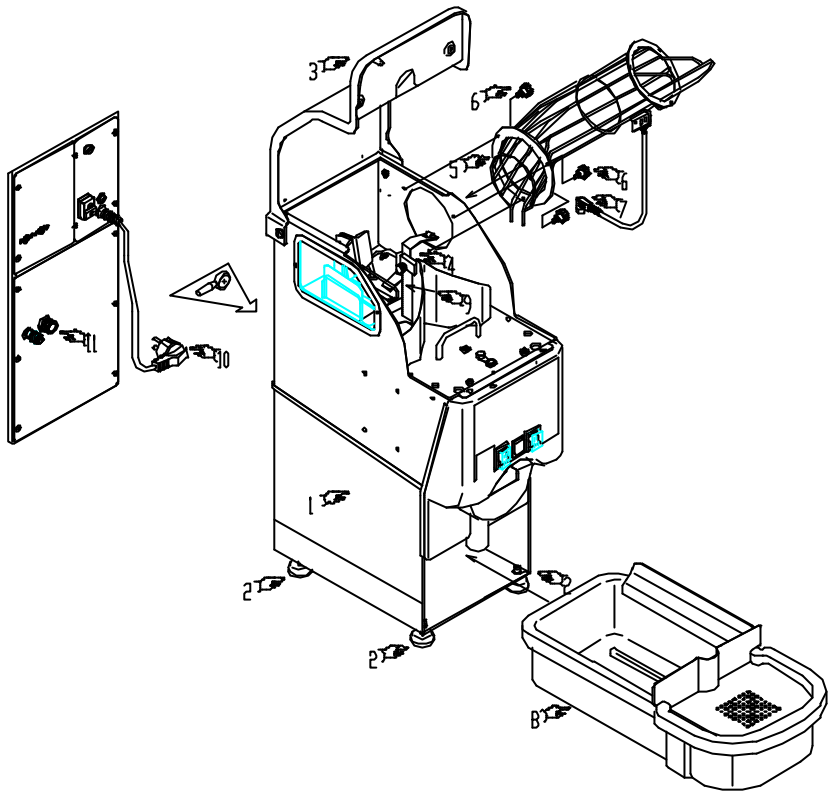

FIG. 4.2
- posizionare la spremiagrumi OR M5 *countertop (Pos.1 Fig.4.2)* sul banco di lavoro ed agire sui piedi regolabili *(Pos.2 Fig.4.2)* fino ad ottenere la perfetta messa in bolla;
- agire sulle chiusure a farfalla *(Pos.3 Fig.4.2)* per sganciare il coperchio superiore e sollevarlo;
- sollevare la leva che fuoriesce dalla macchina *(Pos.4 Fig.4.2)* ed inserirla nell'anello del convogliatore *(Pos.5 Fig.4.2)*;
- fissare il convogliatore *(Pos.5 Fig.4.2)* alla macchina *(Pos.1 Fig.4.2)* con i pomelli in dotazione *(Pos.6 Fig.4.2)*;
- inserire la spina del cavo *(Pos.7 Fig.4.2)* nel connettore posizionato sul fianco della macchina;
- inserire il cassetto di scarico *(Pos.8 Fig.4.2)* nella parte inferiore della macchina *(Pos.1 Fig.4.2)*;
- togliere la protezione posizionata sulla lama taglia arance *(Pos.9 Fig.4.2)*;
- abbassare il coperchio superiore ed agire sulle chiusure a farfalla *(Pos.3 Fig.4.2)* per agganciarlo alla macchina *(Pos.1 Fig.4.2)*.
• Inserire la spina *(Pos.10 Fig.4.2)* nella presa.
Collegare la macchina alla rete idrica mediante il raccordo maschio da 1/2" G *(Pos.11 Fig.4.2)* posizionato sul retro della macchina.